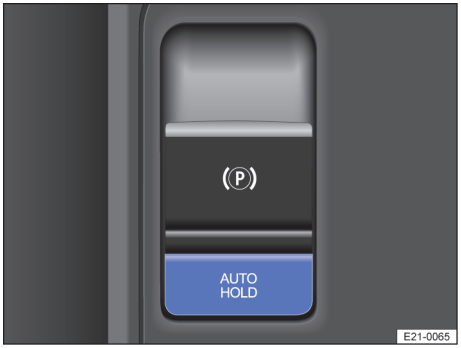

Fig. 122 Dans la console centrale : touche pour Maintien auto
1. Appuyez sur la touche AUTO HOLD → fig. 122.